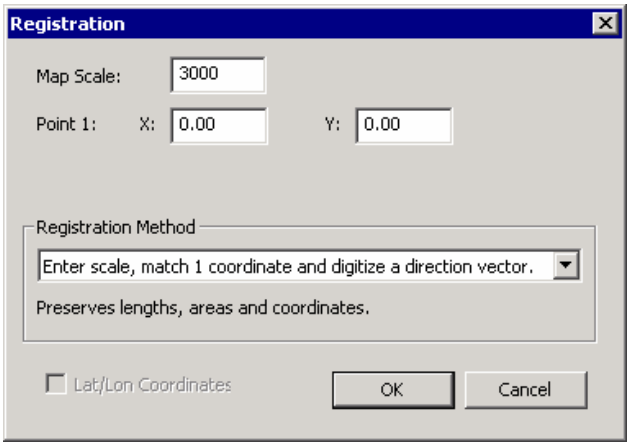

Figure 7.8: Mapsheet Orientation Dialog
6. Select menu Digitizing│Mapsheet Setup (for digitizing) and the *Mapsheet Orientation* dialog box will appear. Select “Enter scale, match 1 coordinate and digitize a direction vector” and set the scale and origin to match those shown in Figure 7.8 below.